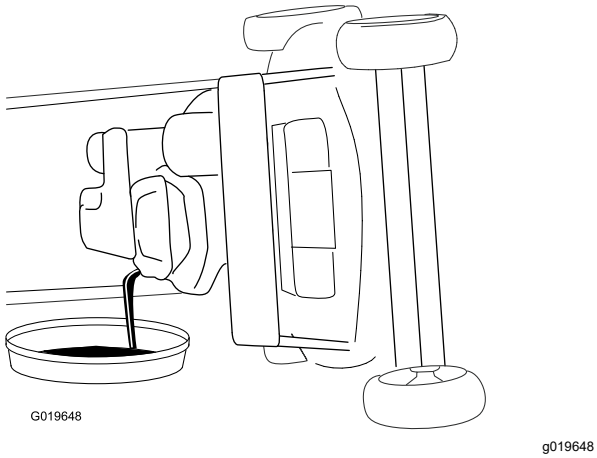

**Figure 27**
4. Inclinez la machine sur le côté (filtre à air en haut) pour vidanger l'huile usagée par le tube de remplissage (Figure 27).